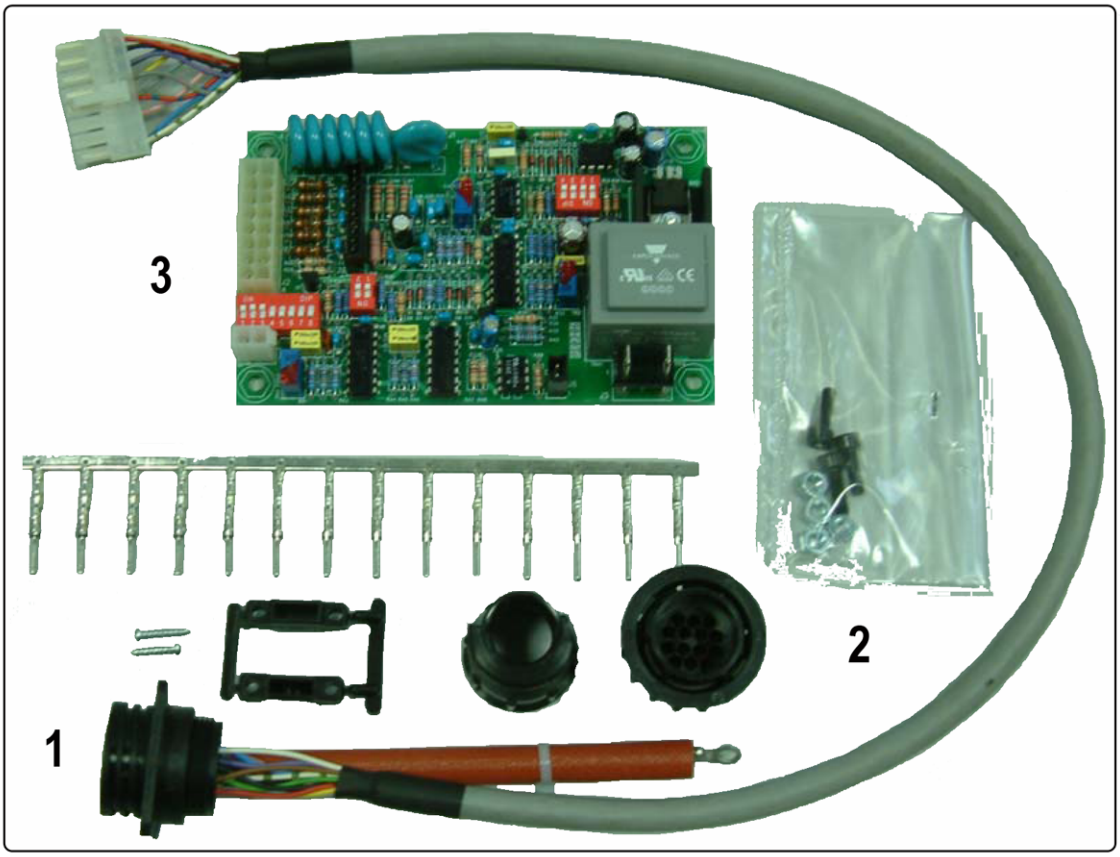

fig. 3
El Kit para Interfaz Analógica, art. 108.00 se compone de los elementos visibles en fig. 3.
- Conectar el cable con la faja roja del cableado **1** de fig. 3 al punto de tierra del Generador como indicado en fig. 11.1.